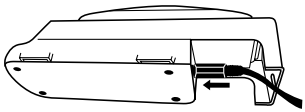

Fig. 1a
- Cargador de batería de una sola estación TR-341N de 3M™: Inserte el cable de alimentación CC de la Fuente de Alimentación TR-941N de 3M™ en el soporte (Fig. 1a). Enchufe el cable de alimentación a una fuente de alimentación de CA (100-240 V), como un tomacorriente.